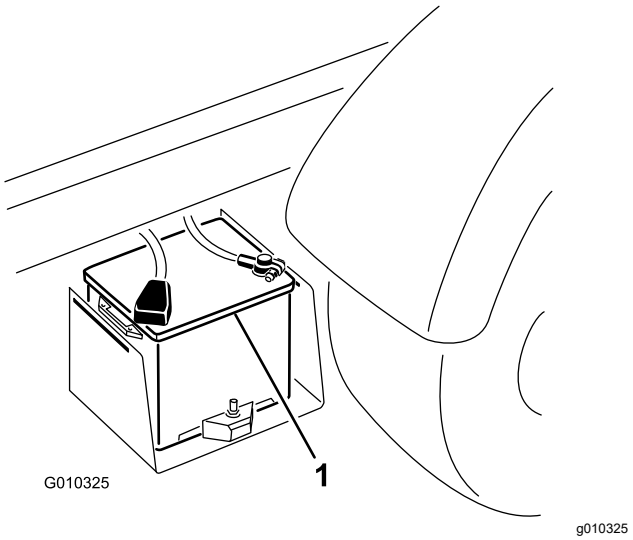

Figur 52
2. Anslut en startkabel mellan de två batteriernas pluspoler (Figur 52).